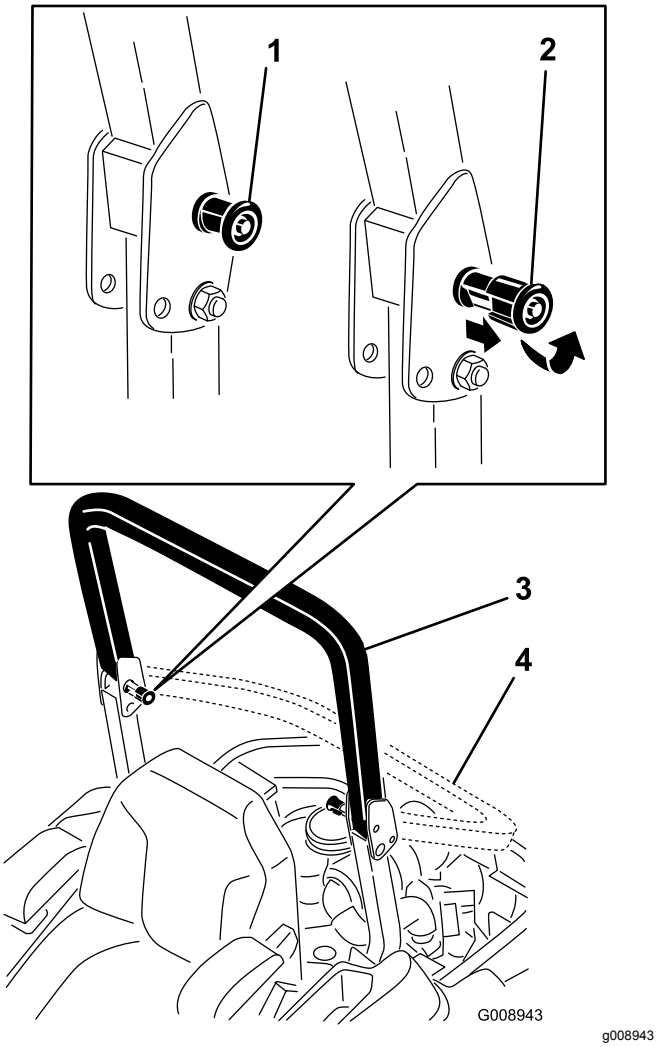

**Figur 6**
2. Træk begge greb ud, og drej dem 90 grader, så de ikke sidder fast (Figur 6).
3. Sænk styrtbøjlen til sænket position (Figur 6).
4. Hæv styrtbøjlen til betjeningsposition, og drej grebene, så de skubbes delvist ind i rillerne, for at hæve styrtbøjlen (Figur 6).
5. Løft styrtbøjlen til helt oprejst position, samtidig med at der skubbes på den øverste del af styrtbøjlen. Derefter springer stifterne på plads, når hullerne placeres ud for stifterne (Figur 6).